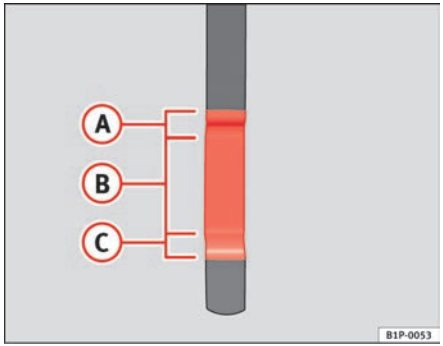

Fig. 144 Engine oil dipstick.
– Then pull it out once more and check the oil level ⇒ fig. 144. Top up with engine oil if necessary.